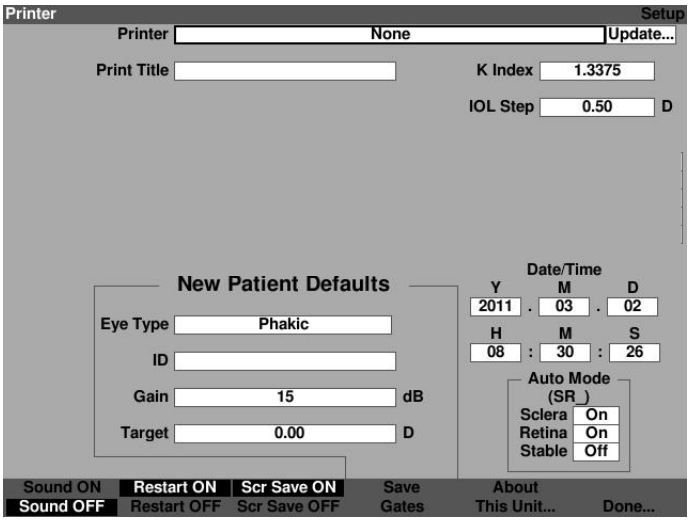

Figure 5-31 Select Printer Field
11. Within the set up screen, rotate the knob and select printer, indicated by the solid black border as shown in figure 5-31.